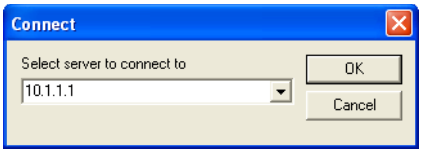

Figure 2-38 Connect dialog
2. At the connection prompt in the **Connect** dialog, enter the IP address of the VMS Server and click on the **OK** button (figure 2-38).